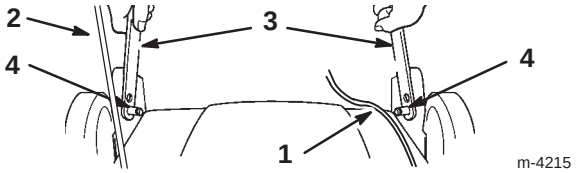

Abbildung 2
5. Den oberen Griffstangenteil hinter dem Rasenmäher so auf den Boden legen, daß das Etikett nach oben zeigt und die Steuerkabel zwischen den Haltebügeln der Griffstange liegen (Abb. 2).
1. Die Enden des unteren Griffstangenteils zusammendrücken, die Löcher in den Griffstangen über den Stiften an den Griffstangenbügeln positionieren und die Griffstange loslassen (Abb. 2).